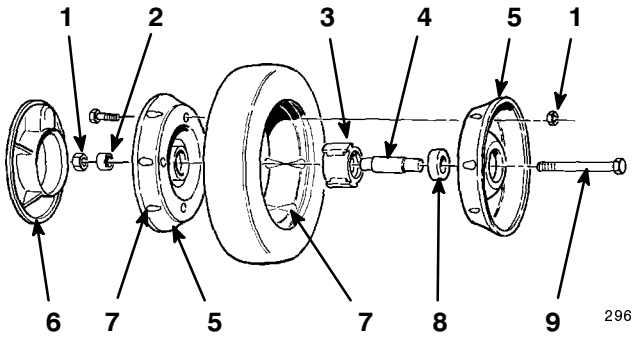

Figure 40
3. Remove the cap screw, the wheel spacer, and the locknut mounting the wheel to the pivot arm (Fig. 40).
4. Separate the wheel halves from the tire by removing four cap screws and four locknuts (Fig. 40).
Note: If you remove the bearings from the bearing/hub assembly, remove them by pressing on the bearing spacer (Fig. 40).
1. Position the tire onto one wheel half, aligning the lugs on each (Fig. 40).
2. Place the bearing/hub assembly into the center hole of the wheel half. Ensure that the legs of the hub are positioned over the flange of the hole (Fig. 40).
3. Place the other wheel half onto the bearing/hub assembly, aligning the wheel and the tire lugs and the mounting holes (Fig. 40).
4. Using two 1/4–20 x 1.50 in. (6 x 38 mm) fully threaded screws or bolts and non-locking nuts, loosely secure the wheel halves together. Mount the screws or bolts in the opposing holes (Fig. 40).
5. Check the alignment of all parts and tighten the screws, alternating from side to side for a uniform fit, until the wheel halves are drawn together (Fig. 40).
6. Install the two cap screws and two locknuts previously removed in the remaining holes in the wheel halves and tighten. Remove the two long screws or bolts and replace them with two cap screws and two locknuts (Fig. 40).
7. Install the wheel to the pivot arm with the cap screws, a spacer, and a locknut. Ensure that the spacer is positioned between the wheel hub and the pivot arm (Fig. 40).